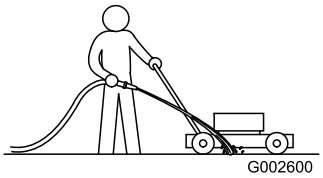

Bild 28
1. Lassen Sie den Motor auf einer flachen, befestigten Oberfläche laufen und sprühen Sie Wasser vor das **rechte** Hinterrad (Bild 28).